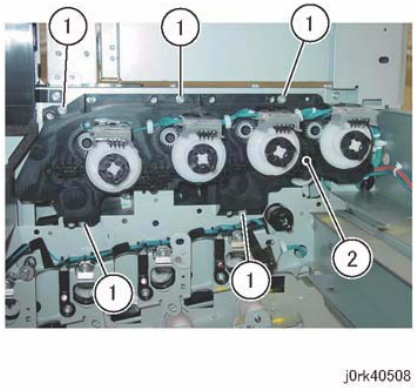

Figure 2 Dispense Drive Cover Assy Removal
4. Remove the Dispense Drive Cover Assembly. (Figure 2)